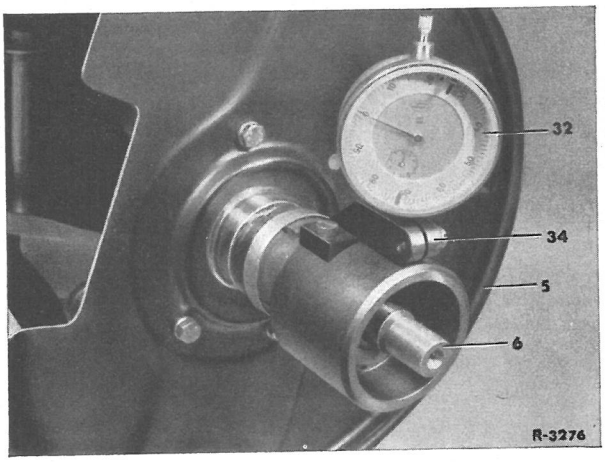

Fig. 33-5/4
15 Den på begge sider slebne skive (12) prøves, og om nødvendigt fornyes eller efterslibes den (fig. 33-5/2).